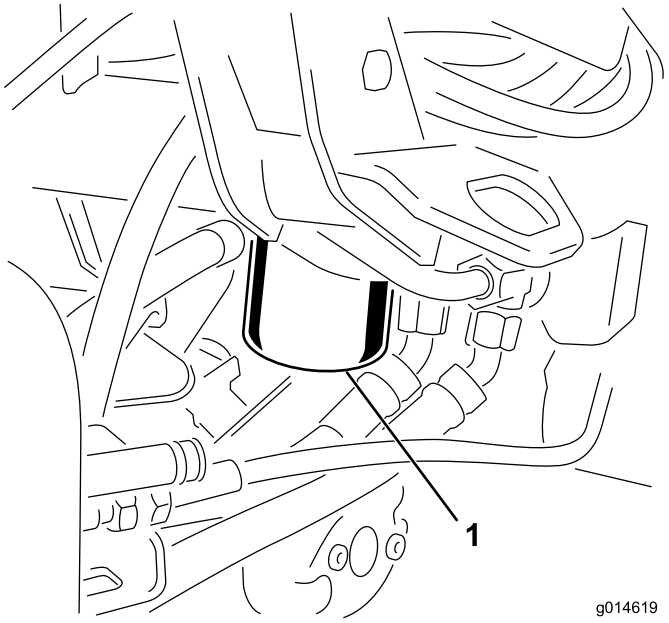

**Figuur 49**
1. Reinig de omgeving van de plaats waar het filter wordt gemonteerd (Figuur 49). Plaats een opvangbak onder het filter en verwijder het filter.